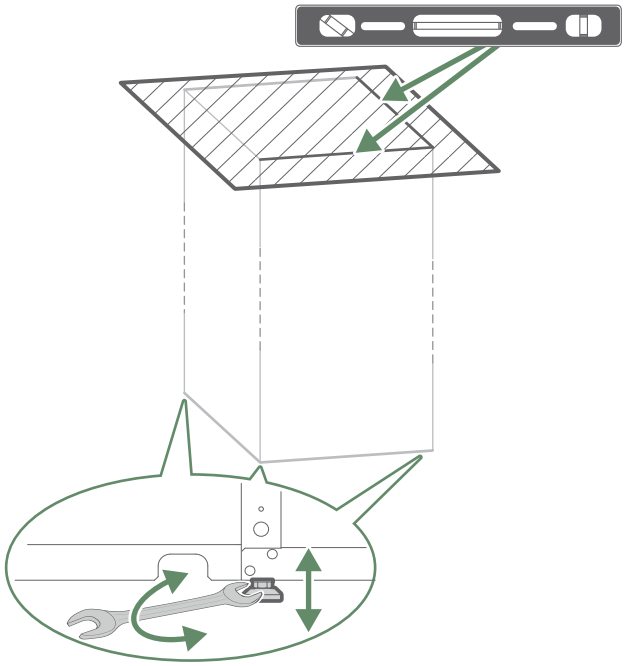

fig. 20 - Mise à niveau
- Mettre le module hydraulique à niveau (*fig. 20*).